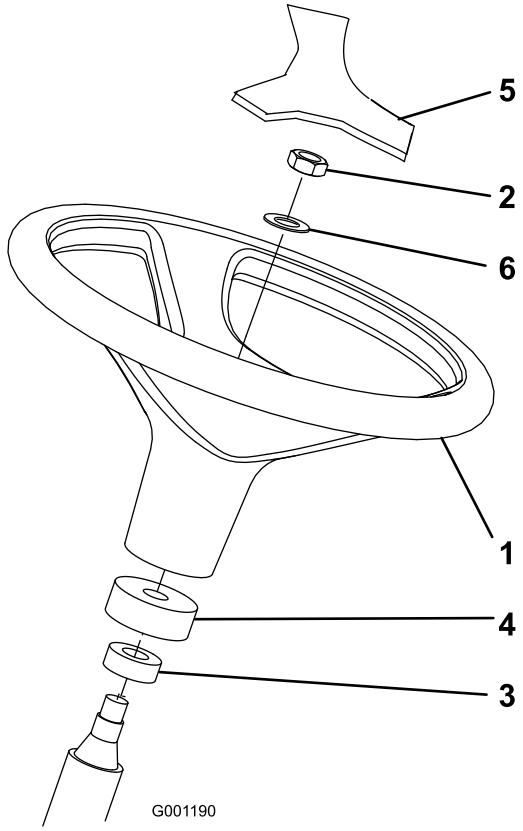

Figure 3
2. Retirez l'écrou de blocage et la rondelle de l'arbre du volant. Vérifiez que la bague en mousse et le cache-poussière se trouvent sur l'arbre de direction (Figure 3).
3. Glissez le volant et la rondelle sur l'arbre de direction (Figure 3).
5. Posez le couvre-moyeu sur le volant (Figure 3)